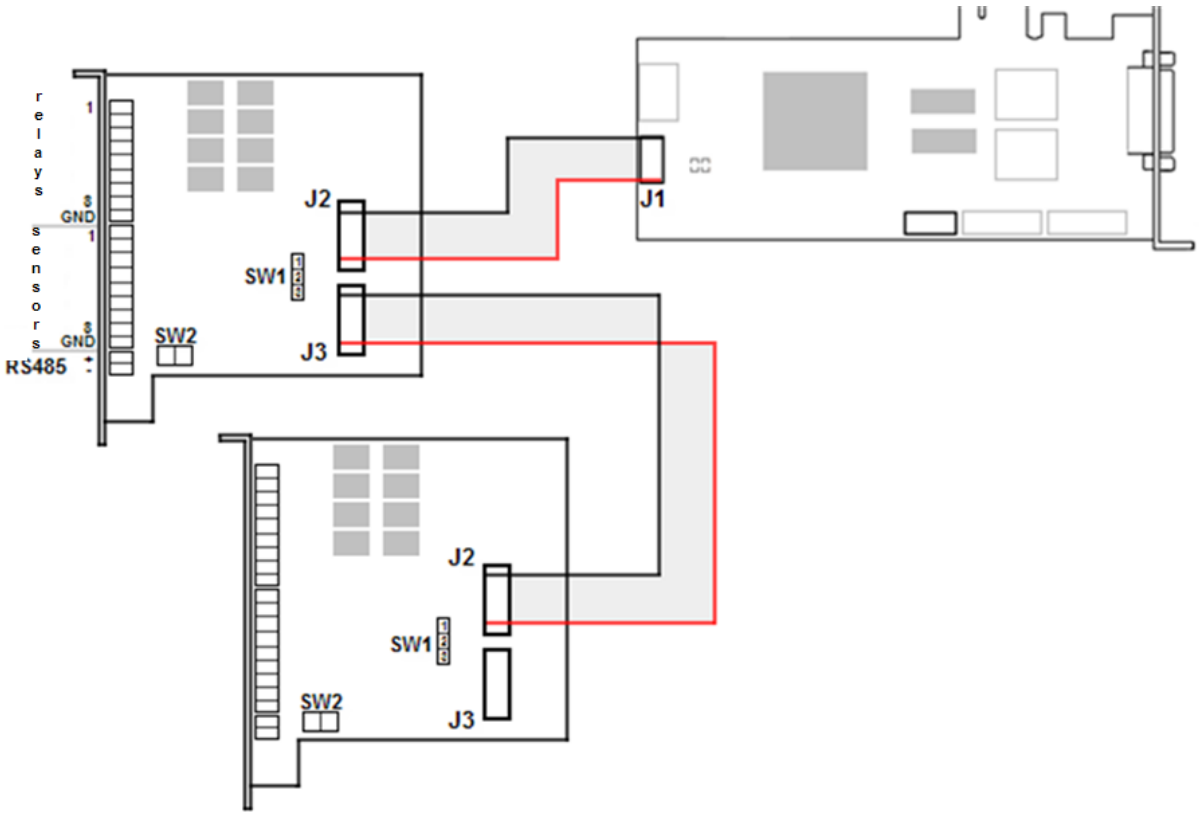

Figure 2.4—21 Connection of DI/DO card to Stretch VRC7008L card
3. Connect the DI/DO card to the vodeo capture card with the help of a loop included in the distribution kit. The loop is connected to the J1 and J2 pins (Figure 2.4—21).
4. If it is necessary connect one more DI/DO card. Connect the loop to the J3 pin on the first and to the J2 pin on the second DI/DO card (Figure 2.4—21).
6. Connect DI and DO in accordance with the pinout of external pin of the DI/DO card (Figure 2.4—21).